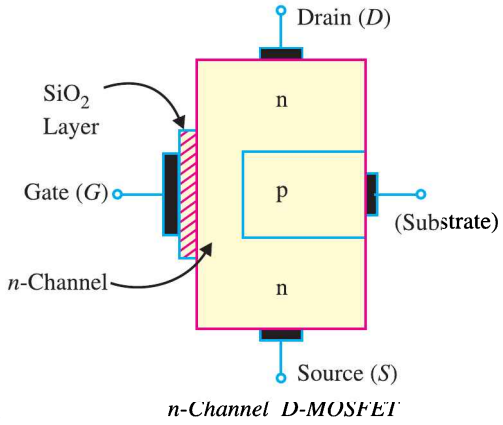

Fig. 19.43
1. D-MOSFET. Fig. 19.43 shows the constructional details of *n*-channel *D-MOSFET*. It is similar to *n*-channel *JFET* except with the following modifications/remarks :
(*i*) The *n*-channel *D-MOSFET* is a piece of *n*-type material with a *p*-type region (called *substrate*) on the right and an *insulated gate* on the left as shown in Fig. 19.43. The free electrons ($\because$ it is *n*-channel) flowing from source to drain must pass through the narrow channel between the gate and the *p*-type region (*i.e.* substrate).